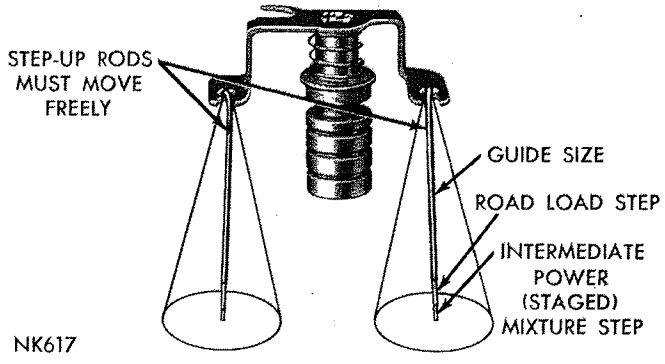

***Fig. 7—Step-Up Rods Free Play***
(7) Before installing step-up piston, be sure step-up rods are able to move freely, each side of the vertical position, as shown in (Fig. 7). The step-up rods must be straight, smooth and free to move forward and backward from vertical.